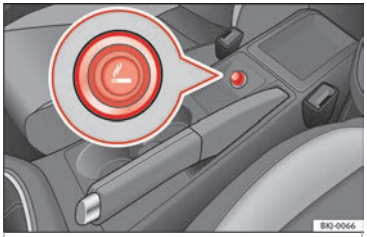

**Fig. 165** Lighter.
– Press on the cigarette lighter ››› **Fig. 165** to activate it ››› ⚠.